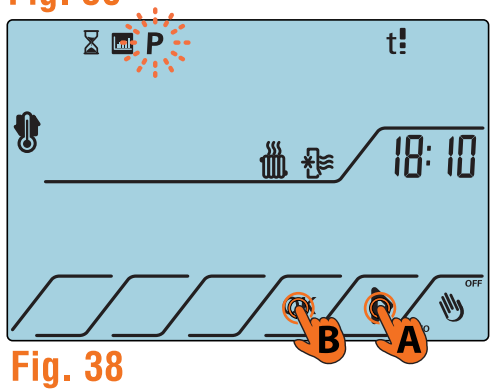

Fig. 38
3. Navigare nel menu premendo ripetutamente il tasto ▷ fino a selezionare l'icona **P**, confermare con il tasto **OK** (Fig.38).